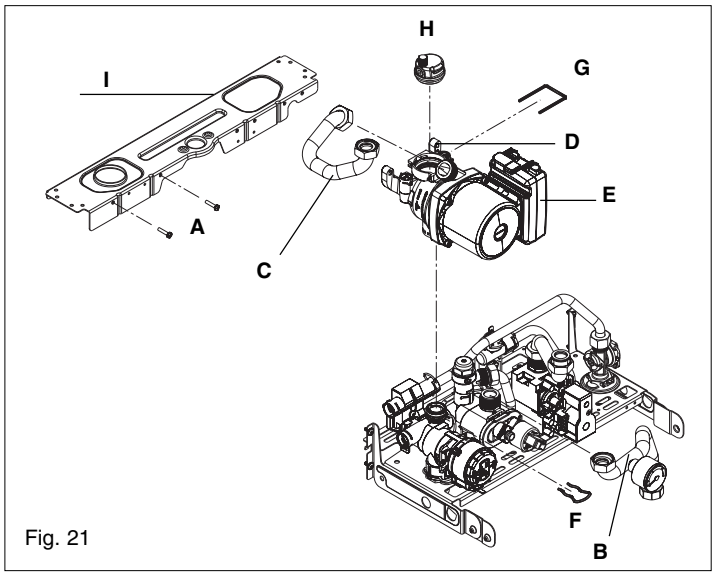
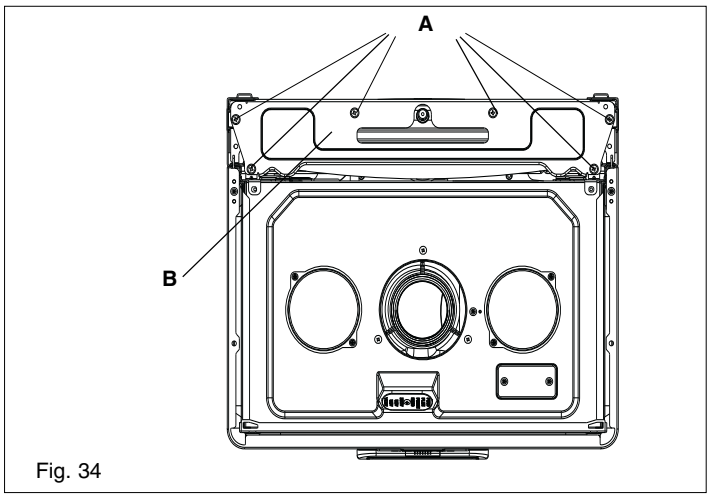

Fig. 21
Fig. 34
6.5 PUMP ASSEMBLY (fig. 21)
6.7 BOTTOM AUTOMATIC AIR RELEASE VALVES (fig. 21)
6.24.1 EXPANSION VESSEL REMOVAL (with sufficient clearance above, fig. 21 & 34)
Disconnect the flexible expansion pipe from the vessel. Unscrew the nut that secures the vessel to the frame **(I, fig. 21)**. Locate and remove the 6 screws **(A, fig. 34)** that secure the vessel top holding plate **(B, fig. 34)**, remove the plate.